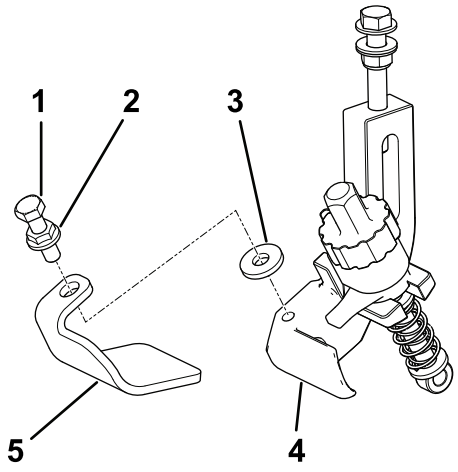

Figura 1
2. Sul lato sinistro dell'apparato di taglio, utilizzate la vite a testa cilindrica, il dado flangiato e la rondella per individuare il pattino sinistro sul gruppo staffa dell'altezza di taglio di sinistra (Figura 1).